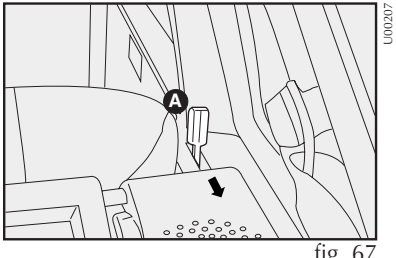

fig. 67
2) Desenganche el respaldo, utilizando las palancas laterales **A-fig. 67** en el sentido de la flecha.
Obs.: el respaldo del asiento se puede colocar en dos posiciones distintas, según la necesidad de más o menos espacio en el compartimiento de equipajes. Para alterar la posición del respaldo, empuje en el sentido de la flecha la palanca A-fig. 67.